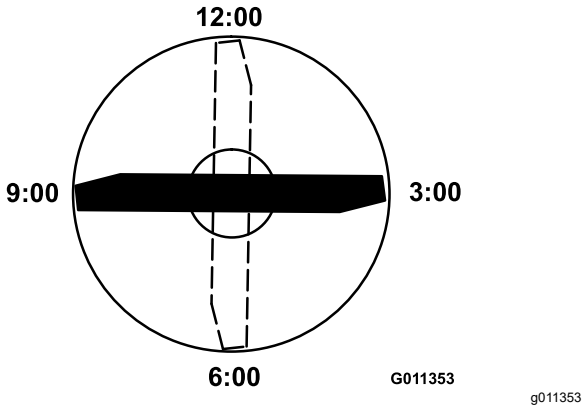

Figura 71
3. Posicione a extremidade de corte da extremidade marcada da lâmina na posição das 12 horas (a direito na direção do corte) e meça a altura da mesa à extremidade de corte da lâmina (Figura 71).
4. Rode a extremidade marcada da lâmina para as posições das 3 horas e das 9 horas e meça as alturas (Figura 71).